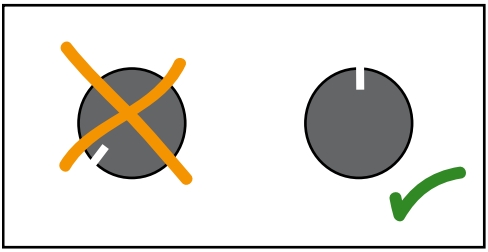

Abb. 11: Leistungsdrehregler einstellen
1. Drehen Sie den Leistungsdrehregler in die Mittelstellung (siehe Abb. 11).
4. Drehen Sie den Leistungsdrehregler in die Mittelstellung (siehe Abb. 11).